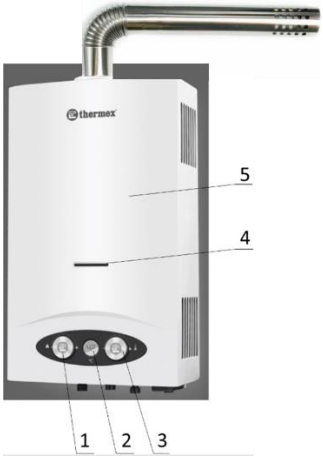

Рисунок 4
Составные части изделия, поясняющие принцип устройства ГПВН и требующие технического обслуживания во время эксплуатации, показаны на **Рис. 4**.
2.5.6 Устройство ГПВН с принудительным отводом выхлопных газов и назначение основных узлов (Рис. 4, 5)